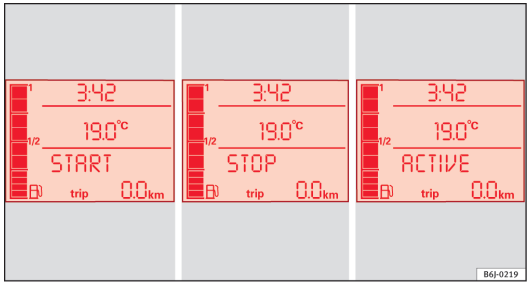

Fig. 101 Display on the instrument panel during Start-Stop function operation.
– The instrument panel display shows information about the status of the Start-Stop function ⇒ Fig. 101. ▶